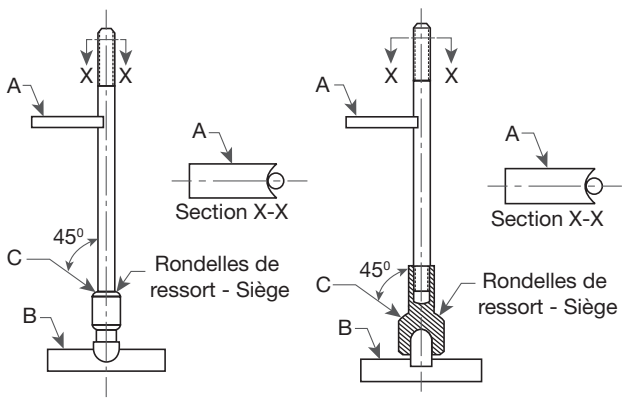

Figure 28 : Configuration du support V-Block
1. Installer le support du bloc V (voir la Figure 28) comme suit :
- Placer les broches à bouts ronds dans un élément B, dans lequel un renfoncement a été créé pour permettre la bonne rotation de la broche (15). Pour les broches creuses, un support à bout rond est nécessaire.